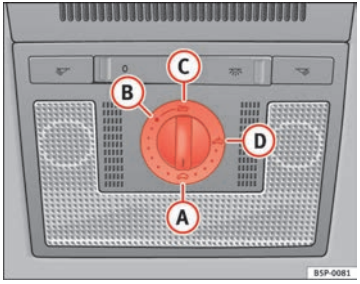

Fig. 71 Roof lining description: rotary sun roof control / deflector
If the sliding/tilting roof has been opened again by the roll-back function, it can be closed only by pressing the rotary button at the front in position (A) ⇒ fig. 71 until the sliding/tilting roof has closed fully. **Please note that the sunroof will now close without the roll-back function.**